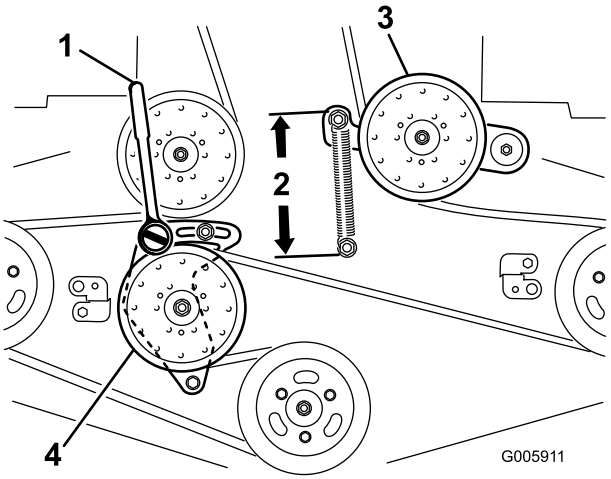

Figur 61
4. Løsne den faste lederrullarmen og juster den for å løsne remspenningen (Figur 61).
7. Før inn en momentnøkkel med kort forlenger eller en brytestang i det firkantede hullet i den faste lederullarmen (Figur 61).
9. For å øke remspenningen, roter momentnøkkelen eller brytestangen mot urviseren for å flytte den faste lederullarmen til det er 16,5 cm mellom fjærkrokene (Figur 61).